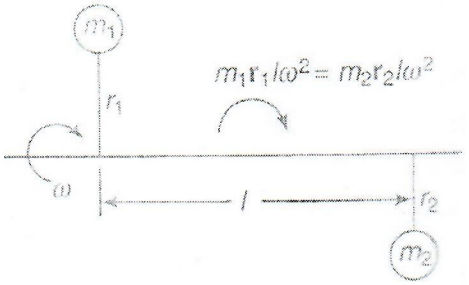

Fig. 1.5
- If m_1, and m_2 are two masses (Fig. 1.5) revolving diametrically opposite to each other in different planes such that $m_1r_1 = m_2r_2$, the centrifugal forces are balanced, but an unbalanced couple of magnitude m_1r_1l (= m_2r_2l) is introduced. The couple acts in a plane that contains the axis of rotation and the two masses. Thus, the couple is of constant magnitude but variable direction.
The position of planes and angular position of the masses (assuming the mass A as horizontal) are shown in Fig. 1.5 (*a*) and (*b*) respectively.